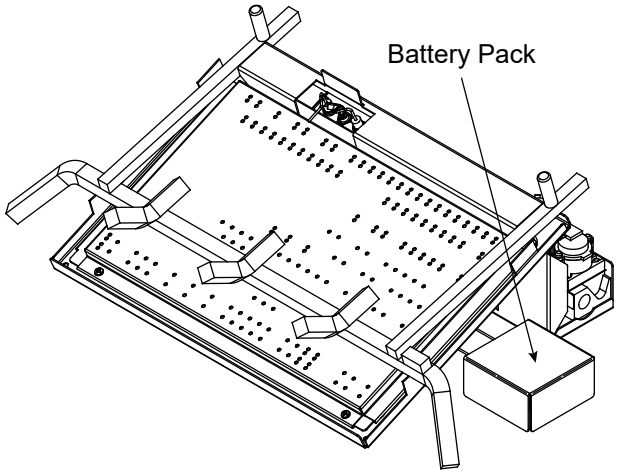

Figure 4.1 Battery Pack Location
- The intermittent pilot ignition system (IPI) on the Duzy series gas log set comes standard with an integrated battery pack, that holds (2) D size batteries. See Figure 4.1.